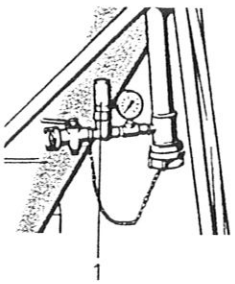

Bild 10: Zu wartendes Teil am 2 bar-Silo
- Dichtgummi (1) des Domdeckels auf Schäden bzw.ri chtigen Sitz prüfen
- Entlüftungsstutzen (2) auf Durchgang prüfen
- 2 bar-Silo: Das Sicherheitsventil an der Silo - druckarmatur (Bild 10,1)m uss in regelmäßigen Zeitabständen angelüftet bzw. überprüft werden.